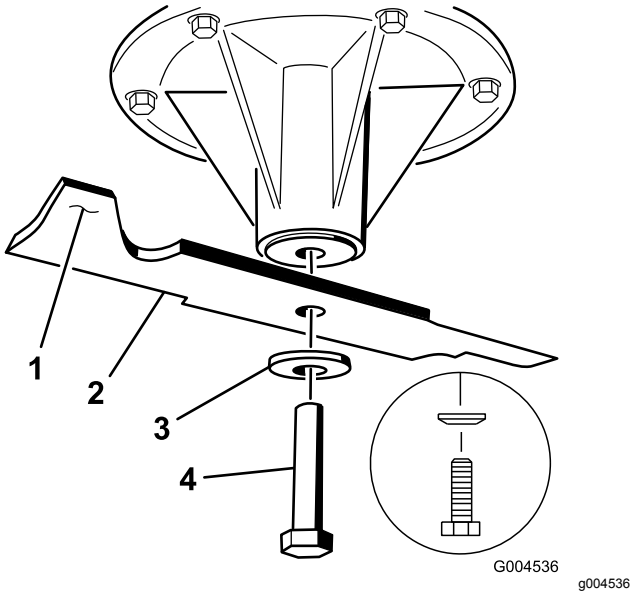

Figur 106
1. Monter skærekniven på spindelakslen (Figur 106).
2. Monter fjederskiven og knivbolten (Figur 106).
Bemærk: Fjederskivens konus skal installeres mod boltens hoved (Figur 106).